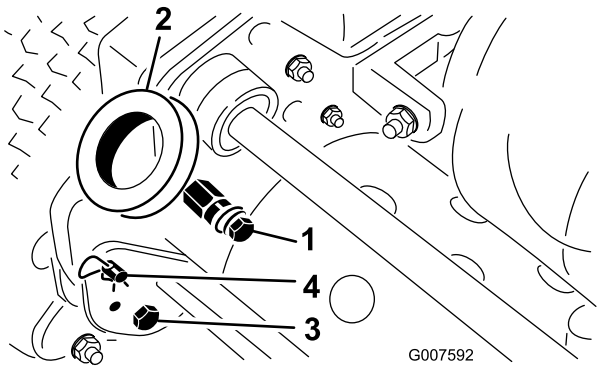

Figuur 2
1. Verwijder de bouten, borgmoeren en ringen waarmee de onderkant van de handgreeparmen is bevestigd aan beide zijden van de machine (Figuur 2).
2. Verwijder de R-pennen en de ringpennen waarmee de handgreeparmen zijn bevestigd aan de achterkant van het frame (Figuur 2).
3. Steek de uiteinden van de handgreep door de openingen in de handgreeparmen en houd de openingen recht voor de montagepennen (Figuur 2).
1. Verwijder de R-pennen van de ringpennen aan beide zijden van de machine (Figuur 2).
2. Ondersteun de handgreep en verwijder de ringpennen van beide zijden. Zet de vervolgens de handgreep hoger of lager in de gewenste werkstand (Figuur 2).